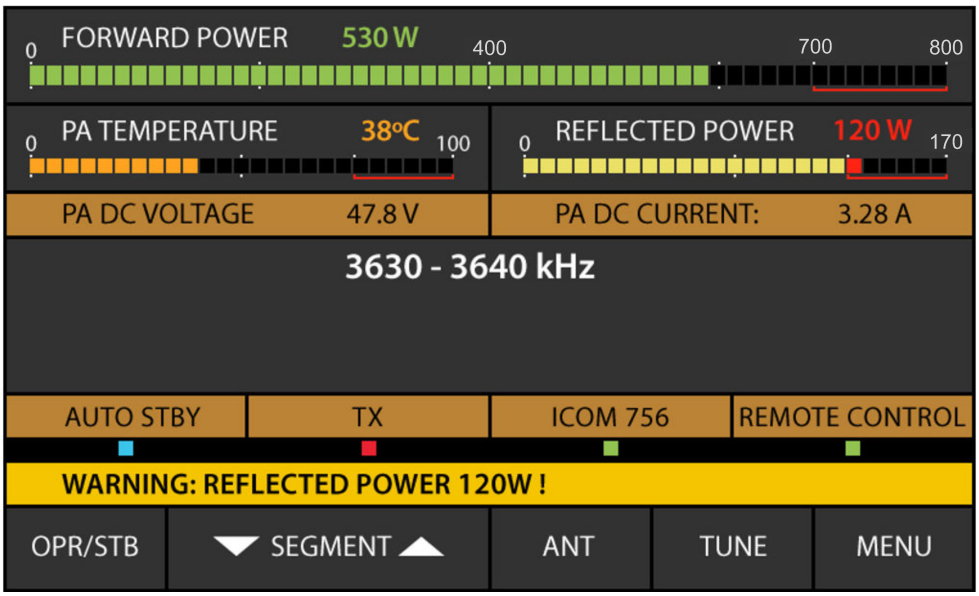

Fig. 4-1 – Appearance of an alarm message
In the event a parameter maximum is exceeded, the amplifier will assess the risk and will trigger one of the three levels of protection, as described in items (a) to (c) below. Every event is accompanied by a warning text on the screen (Fig. 4-1). A sound alarm will be also produced, if set on in the “USER PREFERENCES”– fig. 5-4.
a) The first protection level is WARNING. When a value watched by the control unit approaches the protection threshold, the transmission is not interrupted, but a message appears – for example “Drive Power too High”, “Drain Current too High”, or another – Fig. 4-1.